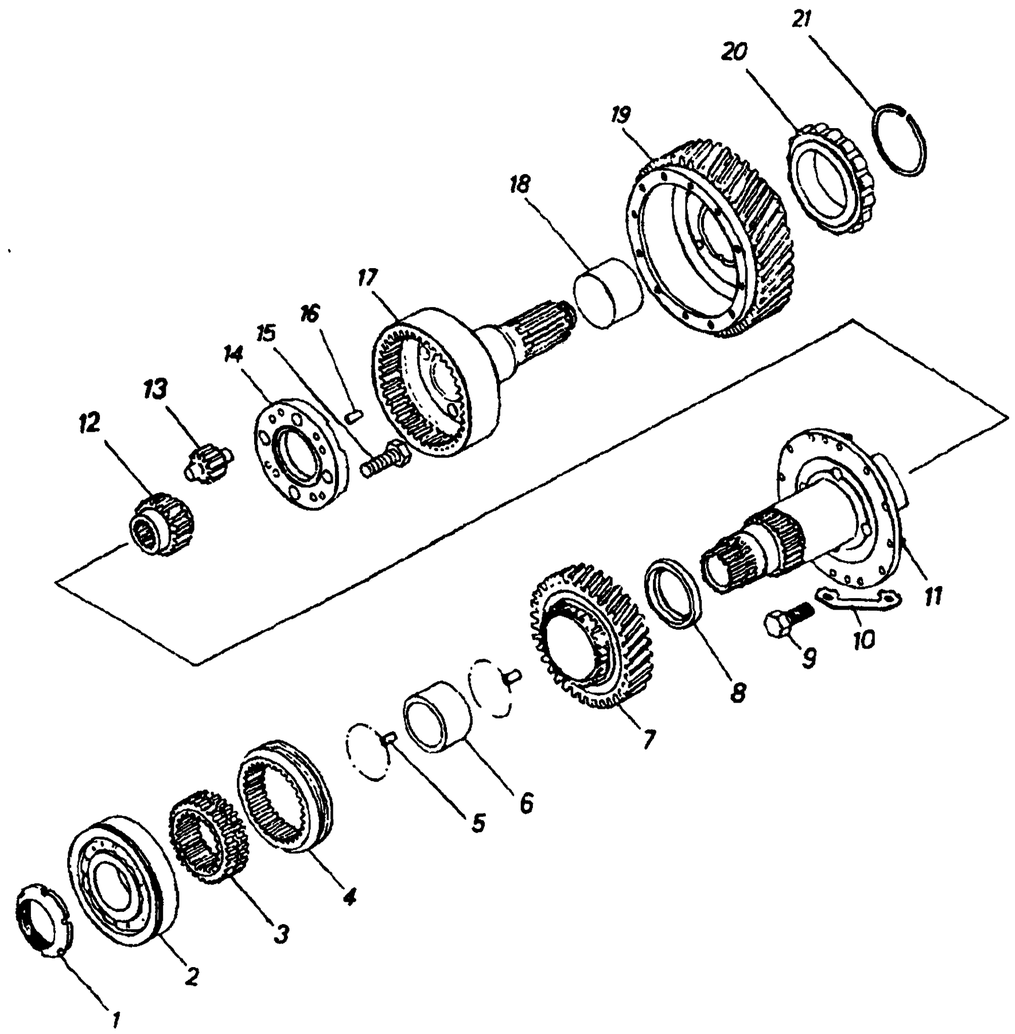

Рис. 166. Дифференциал раздаточной коробки:
34. Установите дифференциал на верстак. Зажмите в тисках, раскерните и отверните гайку *1* (рис. 166)	Тиски, молоток, зубило, спецключ
35. Съемником (рис. 167) снимите с передней обоймы *11* (см. рис. 166) шарикоподшипник *2*	Съемник
40. Снимите упорное кольцо *21*, съемником (рис. 168) снимите внутреннее кольцо *20* (см. рис. 166) роликоподшипника	Съемник, спецпассатижи И801.23.000-01